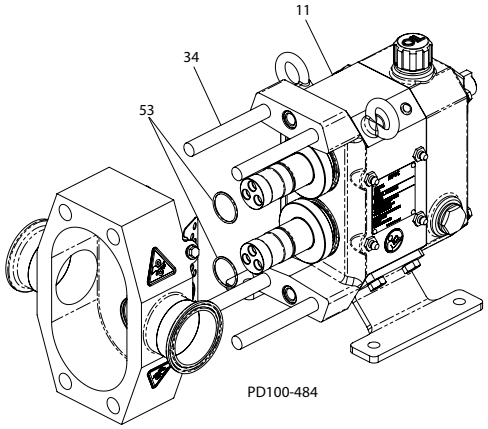

Figura 33 - Rimozione del corpo pompa
1. Utilizzando un mazzuolo, spostare il corpo in avanti finché i perni fuoriescono dalla scatola ingranaggi (Figura 33, articolo 11).